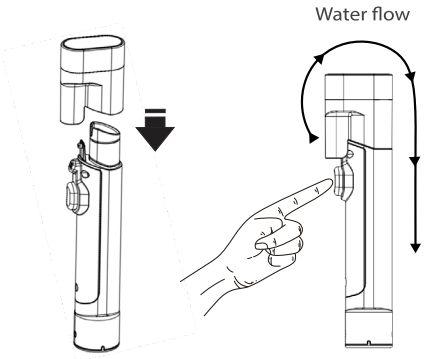

Fig. 19
1. Attach the hose cleaning tool to the cleaning tool handle and turn on the machine. Hold the "water spray button" to spray water to clean the hose (Fig. 19).